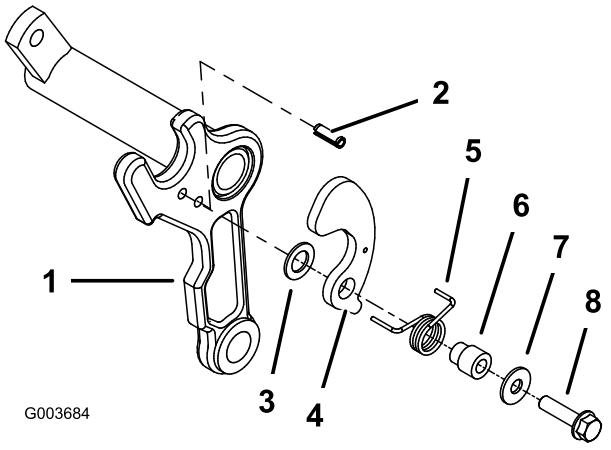

Bild 6
6. Setzen Sie einen Rollstift in das untere Loch an der entsprechenden Seite des Mähwerk-Trägerrahmens ein (Bild 6).
7. Befestigen Sie an der Seite des Trägerrahmens, an der der Rollstift befestigt ist, eine Kunststoffscheibe, eine Fangkorbhalterung, eine Drehfeder, eine Fangkorblippe, eine Flachscheibe (0,344 x 0,875) und eine Schraube (5/16" x 1-1/4") (Bild 6). Positionieren Sie die längere Seite der Feder vorne um den Trägerrahmen und stecken Sie das kürzere, hintere Teil der Feder in das Loch in der Fangkorbhalterung.